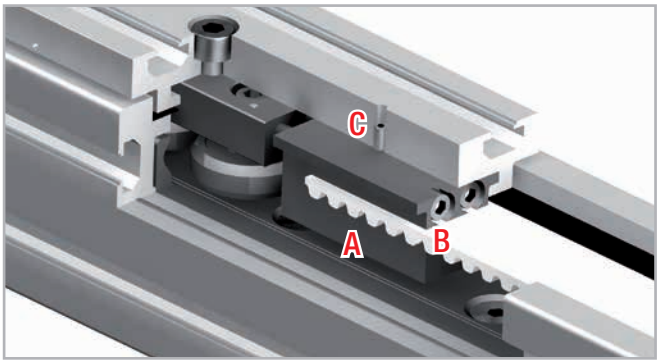

Abb. 15
1. Lösen Sie die Sicherungsschrauben C (oben auf der Läuferplatte) von der Riemenspannvorrichtung A (s. Abb. 15).